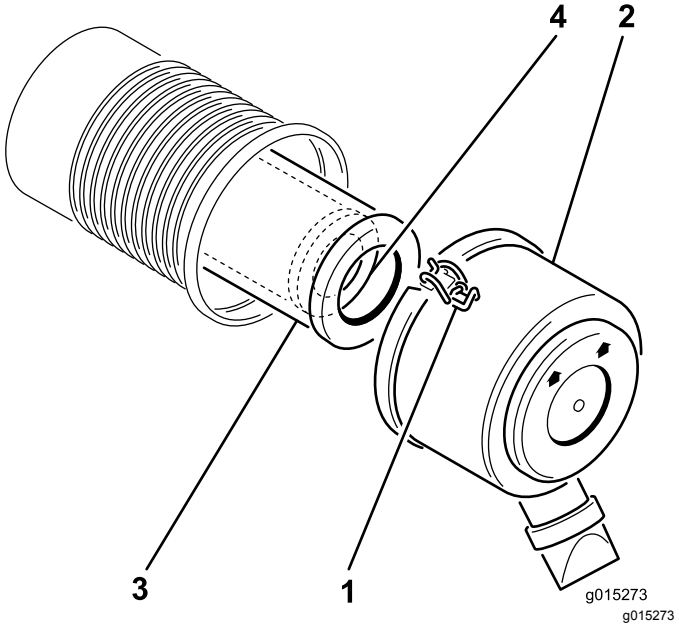

Figur 14
2. Åbn låsene, der fastgør luftfilterdækslet på luftfilterhuset. Fjern dækslet fra luftfilterhuset (Figur 14).
4. Skub forsigtigt primærfilteret ud af luftfilterhuset (Figur 14).
2. Hvis sikkerhedsfilteret skal udskiftes, skal det forsigtigt skubbes ind i filterhuset (Figur 14).
3. Skub forsigtigt primærfilteret over sikkerhedsfilteret (Figur 14).
5. Installer luftfilterdækslet med den side opad, der er mærket Op, og fastgør låsene (Figur 14).